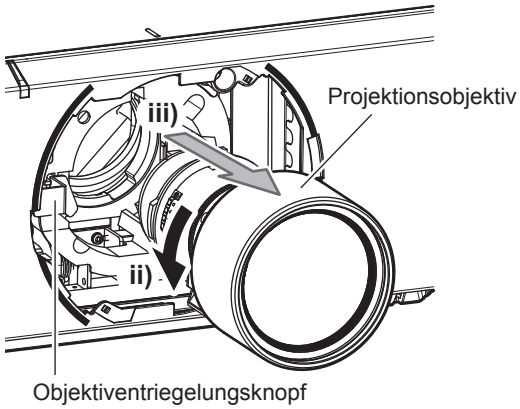

Abb. 2
2) Halten Sie den Objektiventriegelungsknopf gedrückt und drehen Sie das Projektionsobjektiv gegen den Uhrzeigersinn bis zum Ende und nehmen Sie es ab. (Abb. 2)